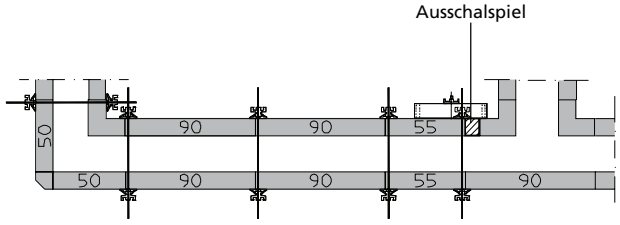

Abb. 63.3
■ Bei Wandscheiben unter 6 m sollte im Bereich der Innenschalung ein Ausschalspiel eingebaut werden (Abb. 63.3), weil sich die Schalung beim Ausschalen sonst verkeilt und ihre Haftung am Beton zu groß ist.